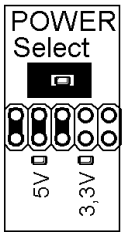
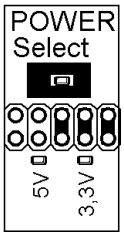

Bild1
Bild 2
- POWER Select muss je nach verwendetem UNIGATE IC auf 5V (Bild 1) oder 3,3V (Bild 2) gejumpert werden!
UNIGATE IC-PBDPV1-5V : POWER Select = Bild 1 und BUS Select auf „1“
UNIGATE IC-PN-3,3V : POWER Select = Bild 2 und BUS Select auf „8“